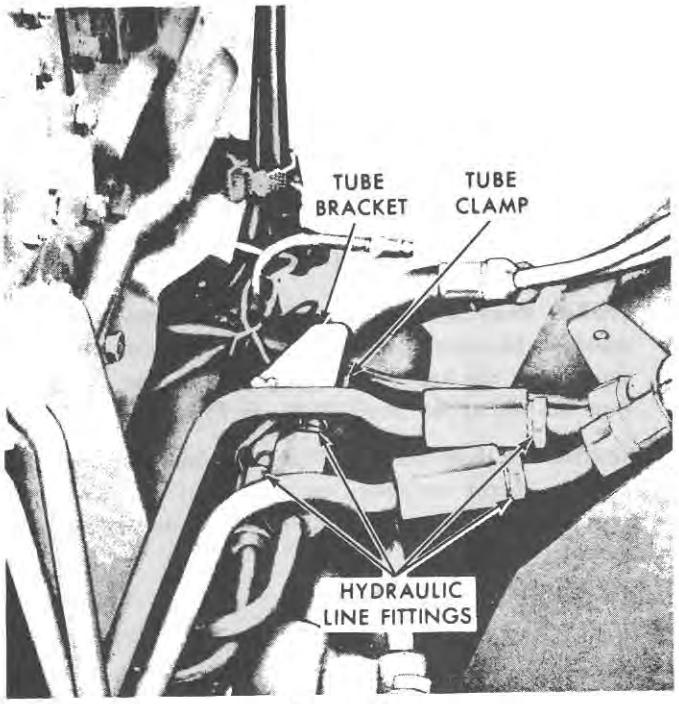

Figure 81
6. Disconnect the four steering motor hydraulic lines at the fittings shown in Figure 81. Then remove the bolt and lock washer and separate the tube mounting bracket clamp from the tube bracket assembly. Remove and discard the O-rings from the end of the line fittings.
4. Position the right-hand hydraulic lines against the tube bracket, and secure with the tube clamp, lock washer and bolt as shown in Figure 81. Tighten the clamp bolt to a torque of 35-45 lbs. ft. (4.84-6.22 kgm).